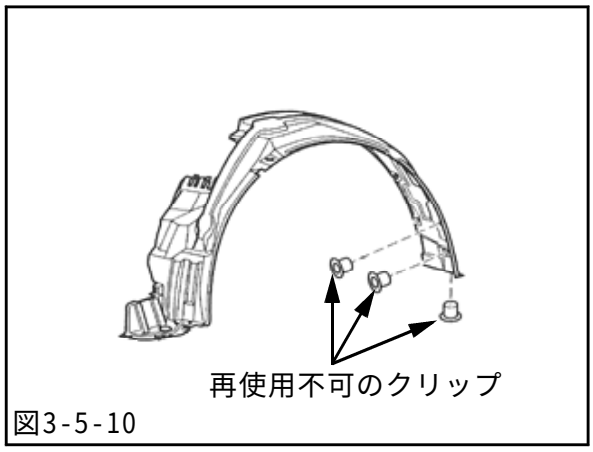

図3-5-10
(9)インナーフェンダを取付けてください。(図3-5-10)
・図3-5-10で示すクリップは再使用できません。あらかじめ用意しておいた新品のクリップを使用してください。